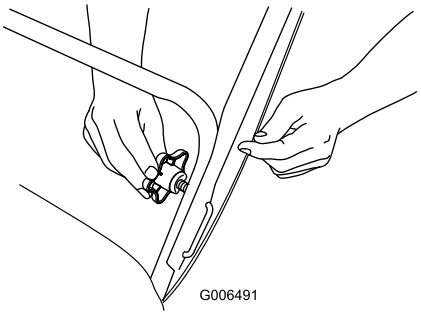

Rysunek 5
2. Włóż koniec blokady uchwytu w kształcie litery U" w otwór w uchwycie i dokręć pokrętła do oporu (Rysunek 5).